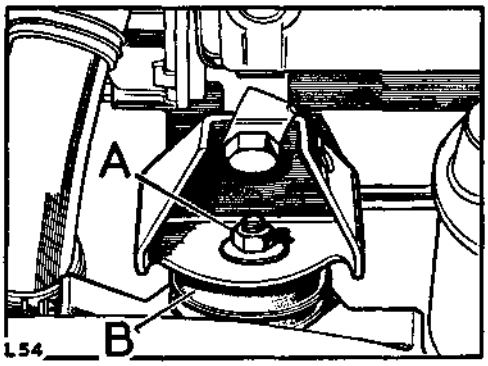

**Fig. A3-17. Front mountings arrangement (2 off)**
3. Lower the engine and fit the upper and lower fixings to the engine. Fig. A3-17 refers.